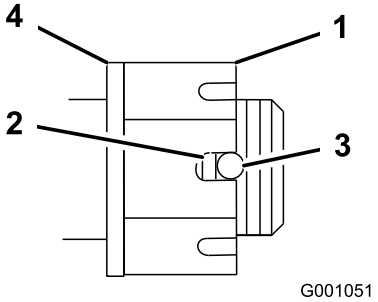

Figur 51
4. Dra åt spårmuttern till 170 Nm (Figur 51).
5. Kontrollera avståndet från spårets botten i muttern till hålets innerkant. Högst två gängor ska synas (Figur 51).
7. Dra åt spårmuttern till 170 Nm (Figur 51).
8. Dra åt muttern tills nästa uppsättning spår är i linje med hålet i axeln (Figur 51).